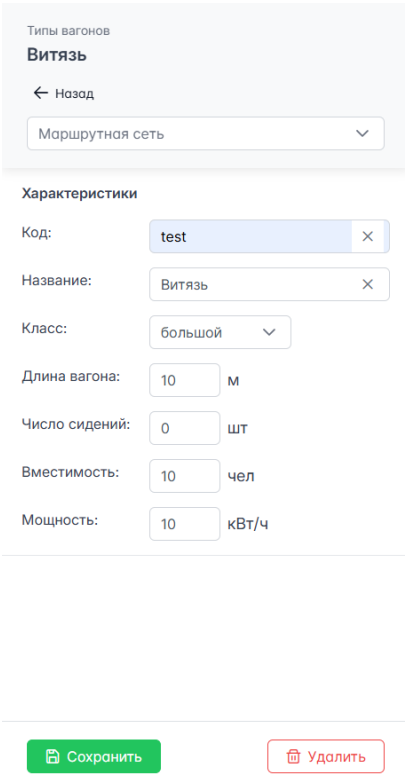
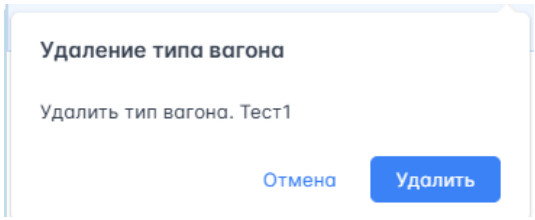

Рисунок 80 – Окно "Типы вагонов <Название типа вагонов> ".
Рисунок 81 – Окно подтверждения удаления типа вагона из базы данных
3. Нажать на ⚙, откроется окно "Типы вагонов <Название типа вагона>" (рисунок 80).
2.1. Нажать на и в открывшемся окне подтверждения удаления (рисунок 81) нажать на "Удалить", тип вагона будет удалён из базы данных и пропадёт из списка. Если удаление не требуется, то в окне подтверждения удаления нажать на кнопку "Отмена".
2.2. Или нажать на ⚙, в открывшемся окне "Типы вагонов <Название типа вагона>" (см. рисунок 80) нажать на кнопку Удалить и подтвердить удаление, нажав на "Удалить" (рисунок 81), тип вагона будет удалён из базы данных и пропадёт из списка. Если удаление не требуется, то в окне подтверждения удаления нажать на кнопку "Отмена".